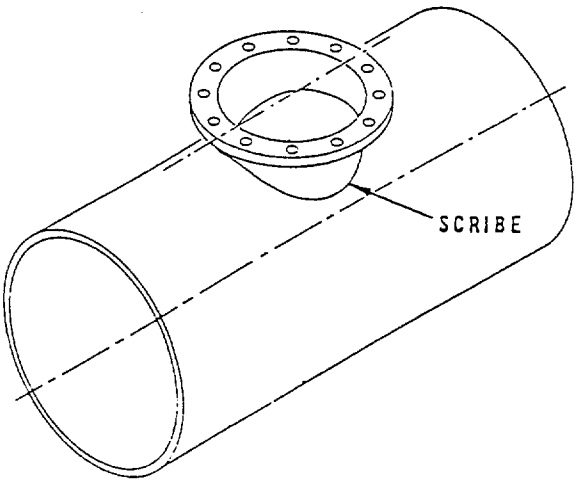
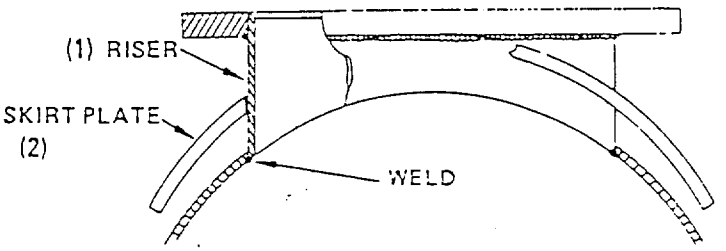
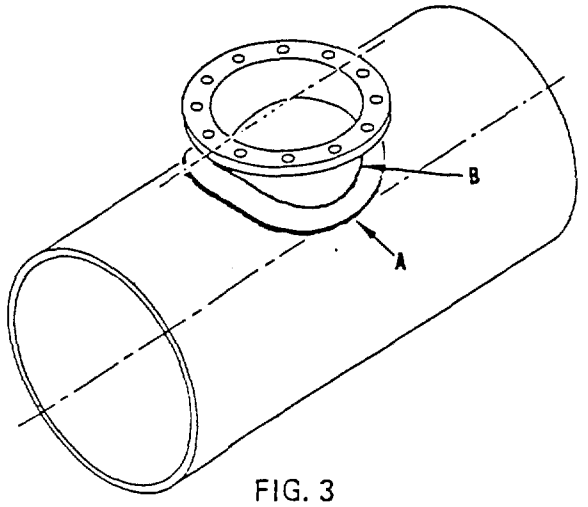

FIG. 1
FIG. 2
FIG. 3
STEP 1 (Fig. 1)
STEP 2 (Fig. 2)
STEP 3 (Fig. 2)
STEP 4 (Fig. 3)
Usually 3 vanes are used, equally spaced radially (Fig. 1) and parallel with the longitudinal axis of the pipe (Fig. 2) and located at not less than the distance indicated in Table 1 corresponding to size meter being installed (Ref. dimension "A" Fig. 3); dimension given is measured from the edge of the saddle opening to tip of straightening vane.